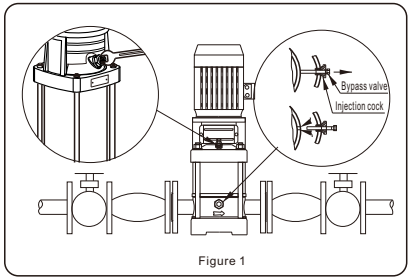

Figure 1
10.3Need to replace the water drain valve,must first unscrew the valve,then unscrew the screw plug to tighten the drain plug,then tighten bypass valve.(Figure1)
9.2The air is discharged,tighen the bleeder screw using special tool.(Figure 1)